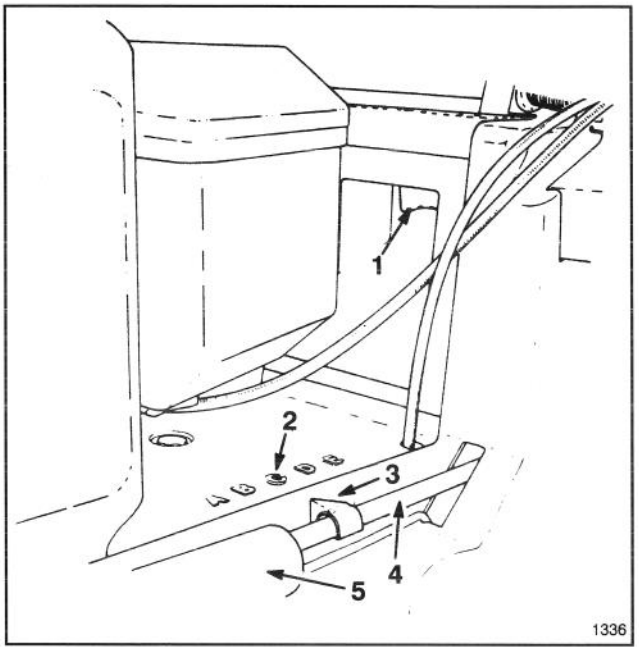

Afbeelding 13
3. Gebruik één of twee vingers om de maaihoogtehendel in te duwen (Afb. 13).